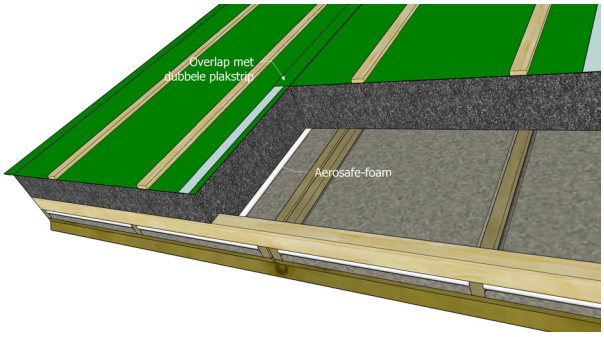

Figuur 11 - Overlap en Unidek Aerosafe-foam verticale naden
- Bij toepassing van het Unidek Reno Dekfolie dakelement over reeds aanwezige tengels / ribben dient deze ril schuim iets ruimer te worden aangebracht zodanig dat ook het hoogteverschil wordt opgevangen (zie figuur 11).